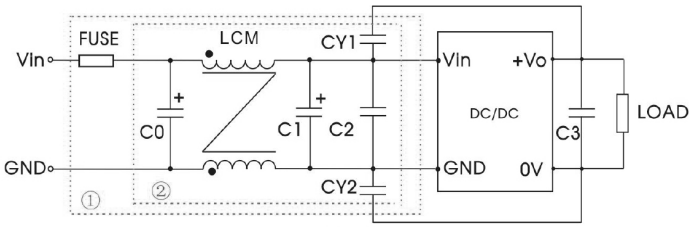

Fig. 3
| Emissions | CE | CISPR32/EN55032 CLASS B(see Fig.3 for recommended circuit) | |
| Emissions | RE | CISPR32/EN55032 CLASS B(see Fig.3 for recommended circuit) | |
| Immunity | EFT | IEC/EN61000-4-4 100KHz ±2KV(see Fig.3 for recommended circuit) | perf. Criteria B |
| Immunity | Surge | IEC/EN61000-4-5 line to line ±2KV(see Fig.3 for recommended circuit) | perf. Criteria B |
Notes: We use Part ① in Fig. 3 for Immunity tests and Part ② for Emissions test. Selecting based on needs.